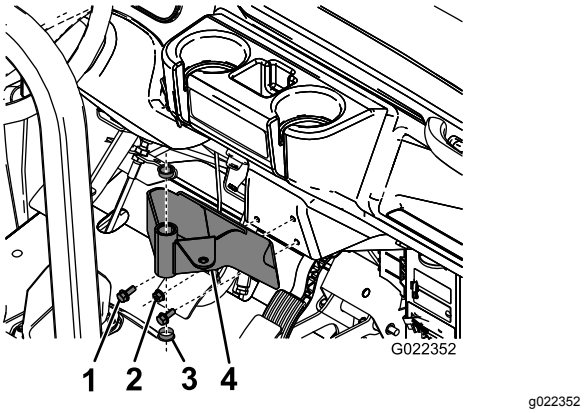

Figuur 6
1. Bevestig de montagebeugel van het paneel aan het dashboard van de Workman (of de verbindingsplaat) met behulp van 3 bouten en 3 flensmoeren zoals wordt getoond in Figuur 6.
2. Steek de 2 plastic lagerbussen in de montagebeugel (Figuur 6).